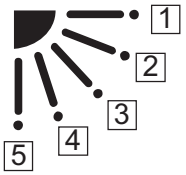

Fig. 1-27
* Setting data □YYYY □(refer to Fig. 1-27)
When the flap position is set to 4 or 5 and the unit is in the cooling or dry mode, the flap position is moved to 3 and the operation is started. (refer to Fig. 1-27)
At this time, the unselected flaps are moved to the position 1. (refer to Fig. 1-27)